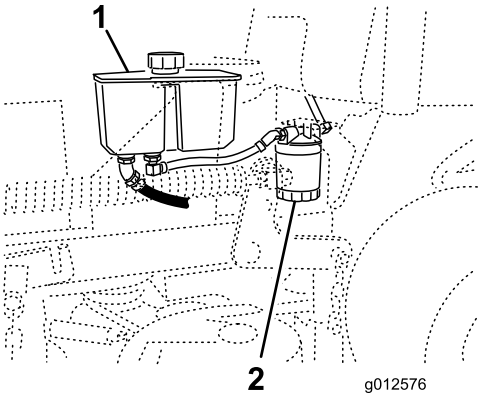

Figura 74
3. Localize o filtro e coloque um recipiente sob o filtro (Figura 74).